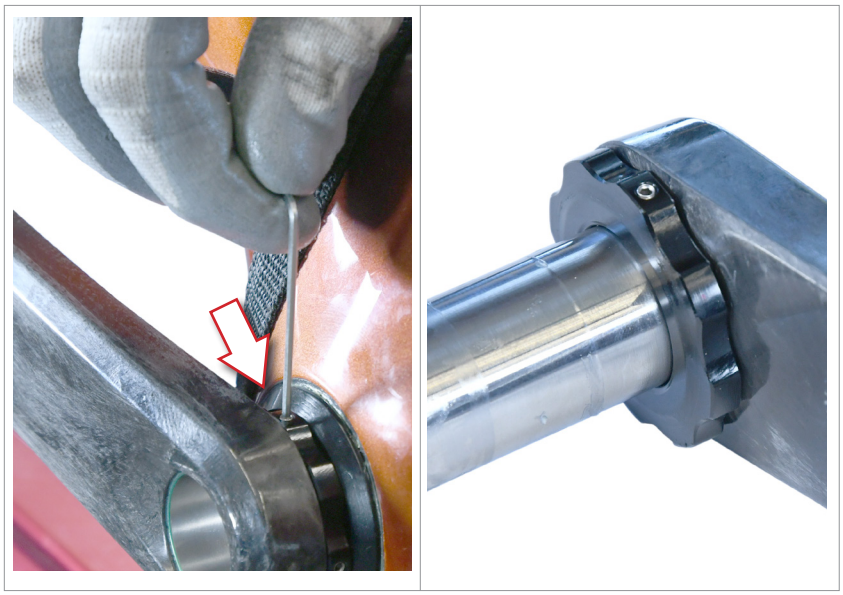

Fig.9
• Visser les 3 vis sans tête de la bague de réglage du jeu pour arrêter la rotation de la bague (Fig. 9).